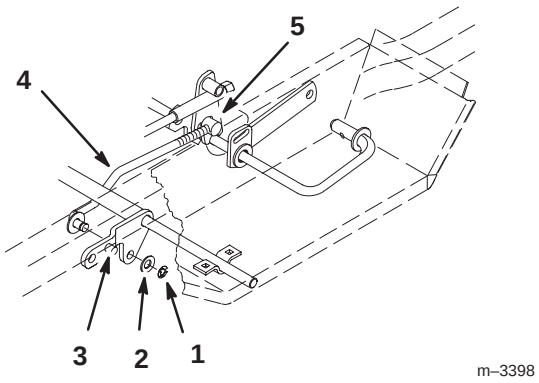

Abbildung 6
5. E-Ring, Unterlegscheibe und Hebevorrichtungsgelenk vom vorderen Hubarm abnehmen (Abb. 6).
6. Den vorderen Hubarm hochhalten, bis der Anschlag den Rahmen berührt (Abb. 6).
8. Die Länge der Hubstange einstellen, indem sie in den Drehzapfen herein- bzw. herausgedreht wird, so daß das Stangenende gerade in die Montageöffnung im vorderen Hubarm rutscht (Abb. 6).
9. Die Hubstange in das Loch schieben und mit zuvor entfernter Unterlegscheibe und E-Ring befestigen (Abb. 6).